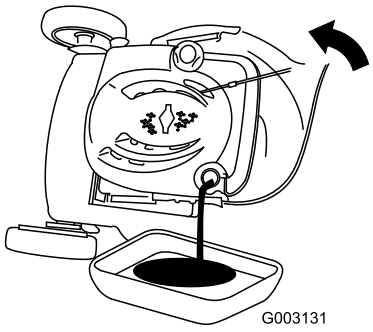

Figur 35
3. Vend gressklipperen over på siden, med luftfilteret opp, for å tømme den brukte oljen ut gjennom oljefyllingsrøret (Figur 35).